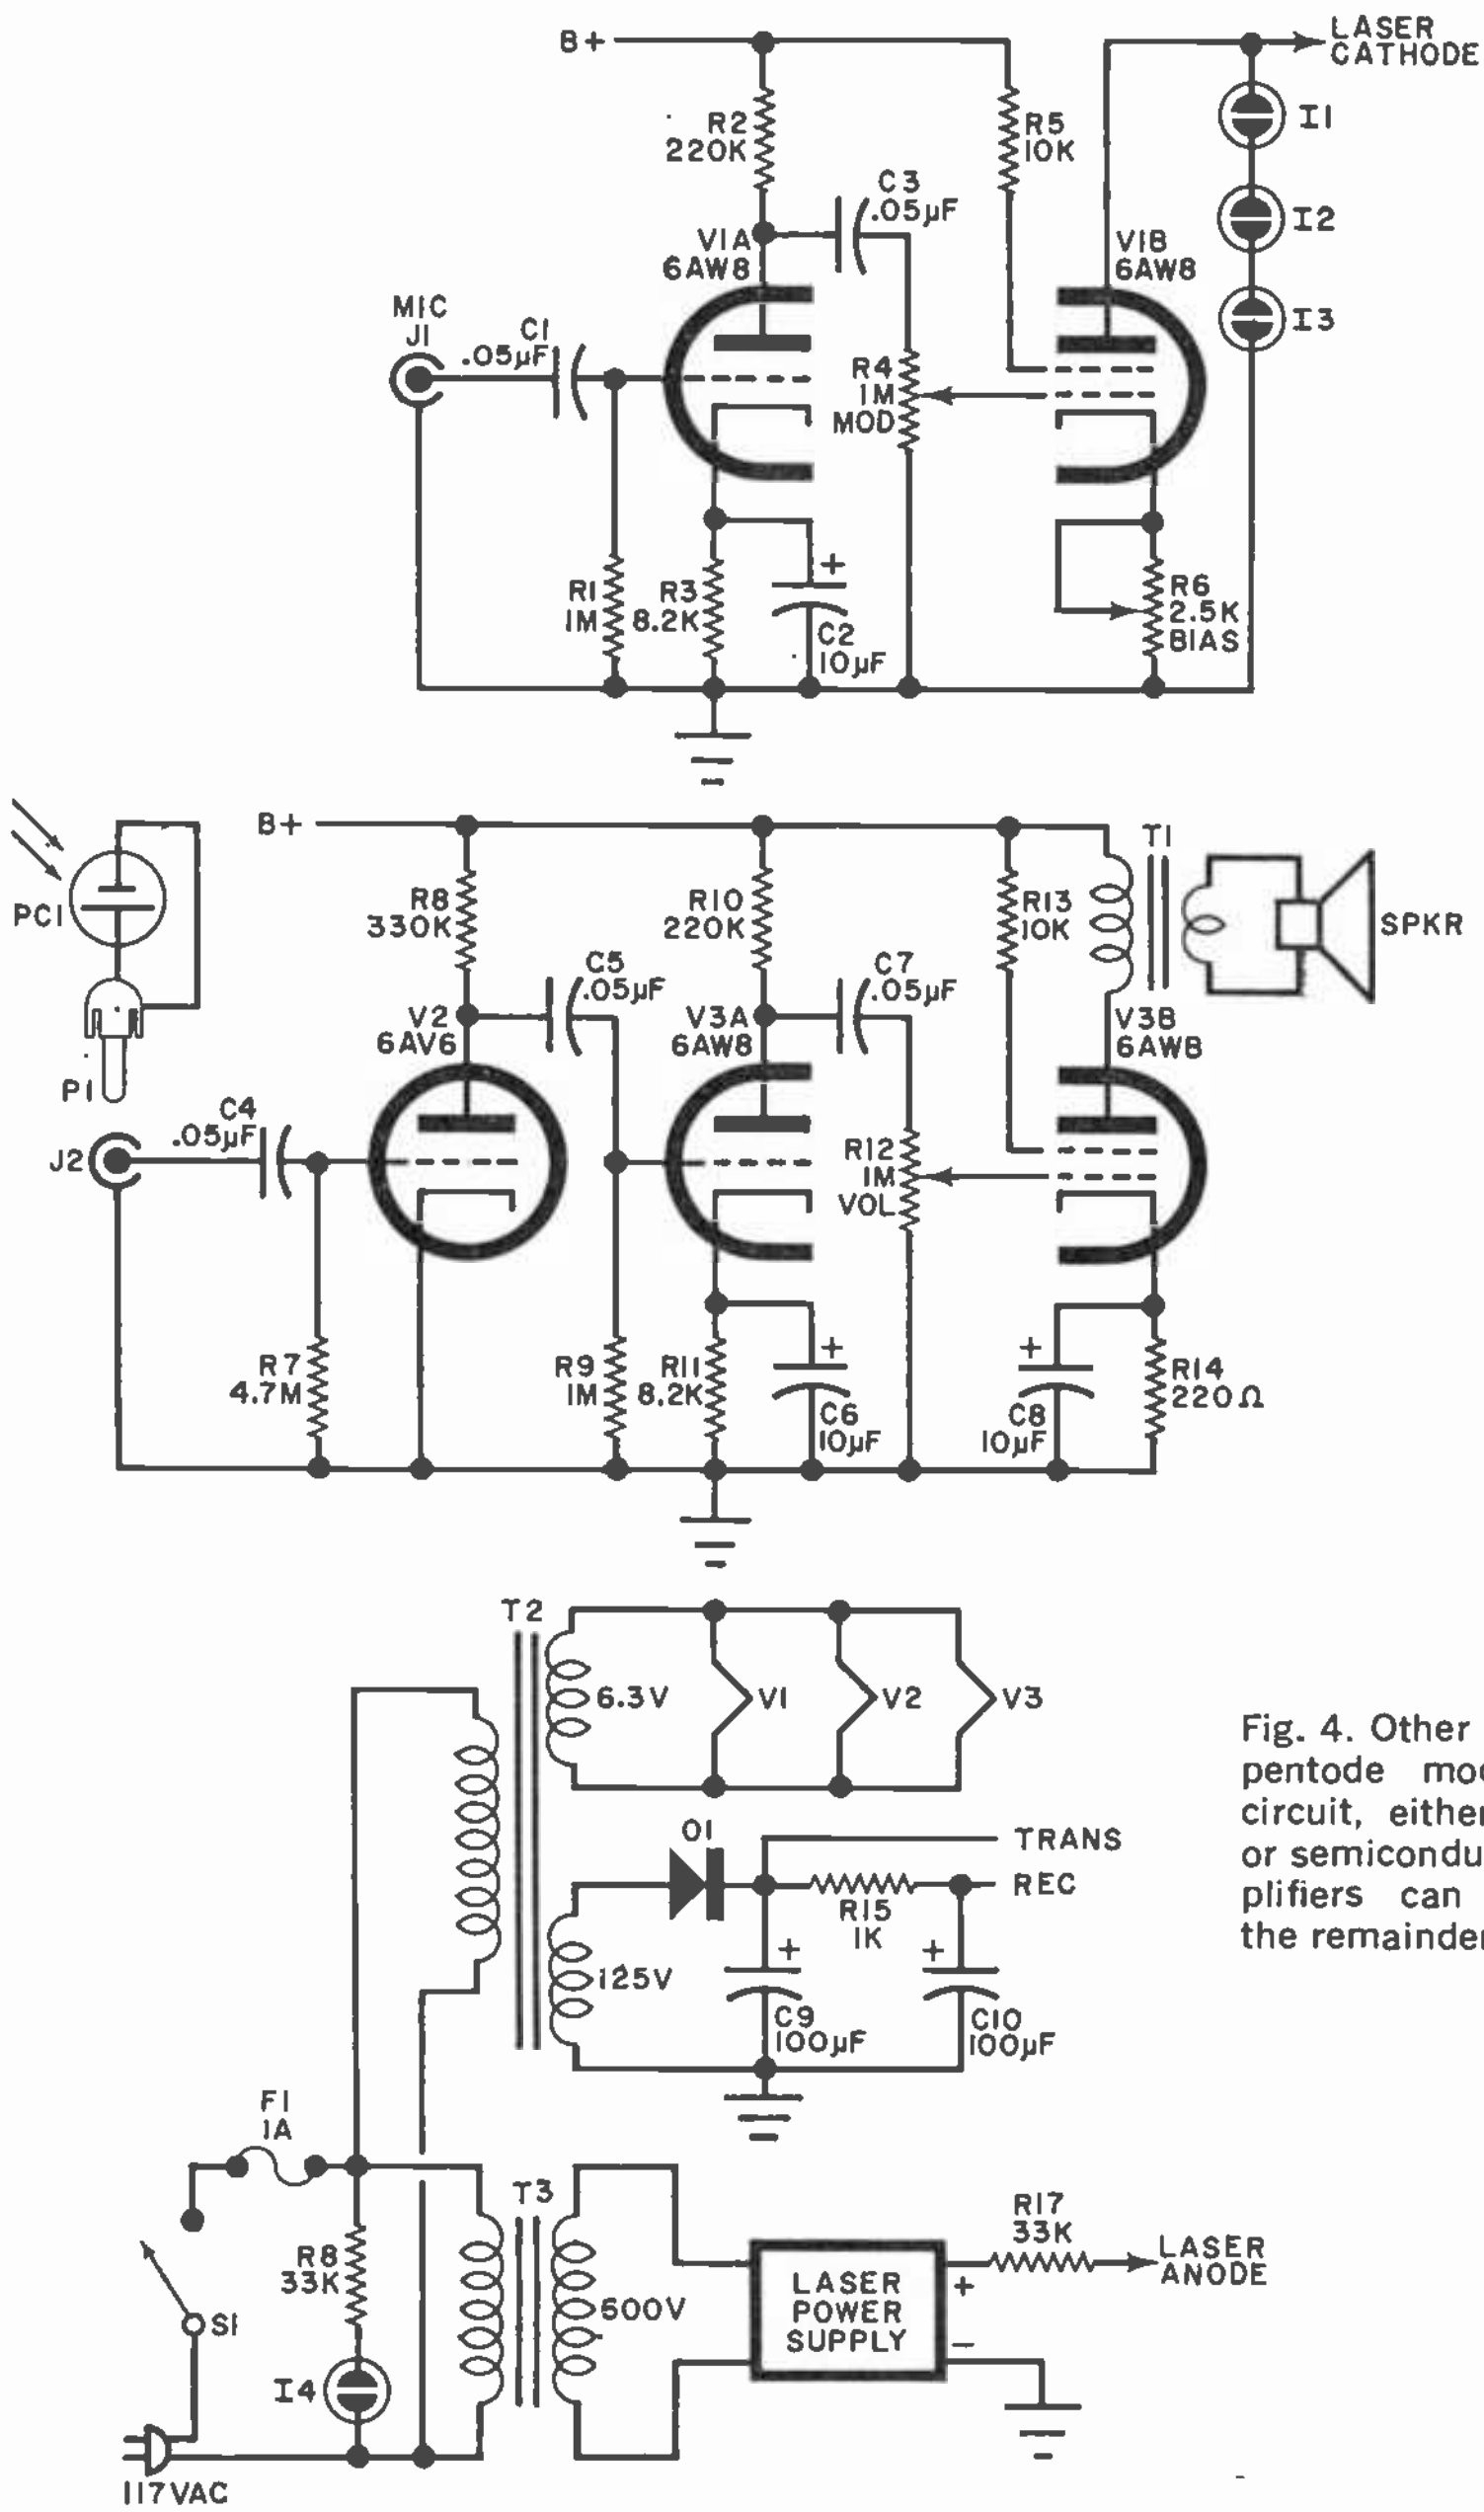

Fig. 4. Other than the basic pentode modulator (V1B) circuit, either vacuum-tube or semiconductor audio amplifiers can be used for the remainder of the circuit.
**Basic Modulator.** The circuit for converting the original laser project into a light-beam transceiver is shown in Fig. 4. A photograph of the finished project is shown in Fig. 5. A complete vacuum-tube system is used simply because a high resistance device is required and the tube that will do the job is inexpensive and readily available. In addition, the +175 and 6.3-volt sources required by the pentode can be used elsewhere in the circuit.
Once all the components are installed, wire up the circuit point-to-point (using terminal strips as required) following the circuit shown in Fig. 4. Of course, it is not necessary to use vacuum tubes for the microphone amplifier. You can use the 6AU6 pentode for the laser driver and, for the amplifier, any one of several commercially available transistor amplifiers. The author used one of the new RCA IC kits—the KC4000 microphone pre-amplifier—in one model and found that it worked fine. The solid-state receiver consisted of a KC4000 microphone preamplifier for the photocell preamplifier and a KC4003 ½-watt audio amplifier to drive the speaker.